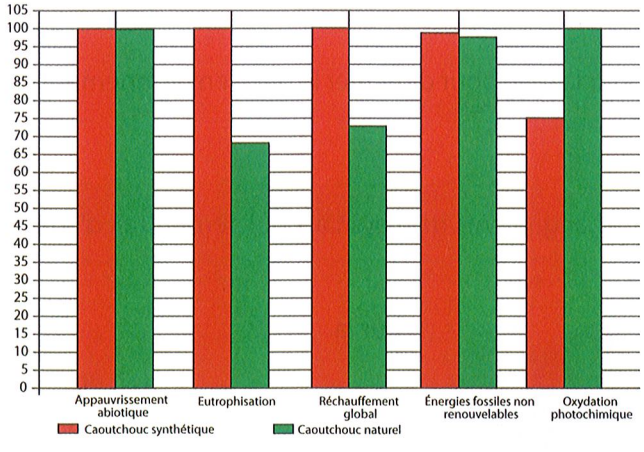

Figure 3 : Impacts environnementaux dus au caoutchouc synthétique et au caoutchouc naturel
1. D'après **la figure 3**, peut-on envisager une amélioration des impacts environnementaux grâce au changement de matériau pour la semelle ?